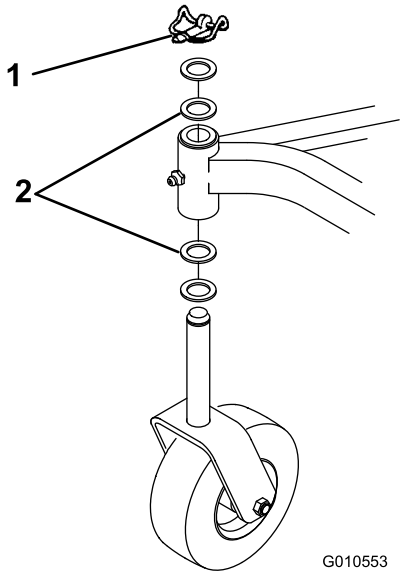

Figura 18
4. Inserite un punteruolo nella parte superiore o inferiore del tubo di fissaggio, e spingete la boccola fuori del tubo (Figura 18). Estraete dal tubo anche l'altra boccola. Pulite l'interno del tubo di fissaggio per rimuovere lo sporco.